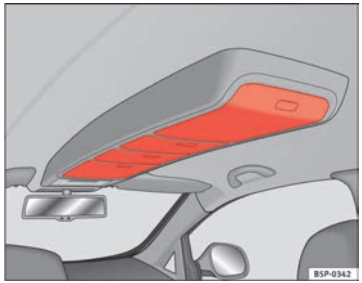

Fig. 105 Roof storage compartments
– Press the button on the cover to open these compartments ⇒ Fig. 105. The cover will then open.